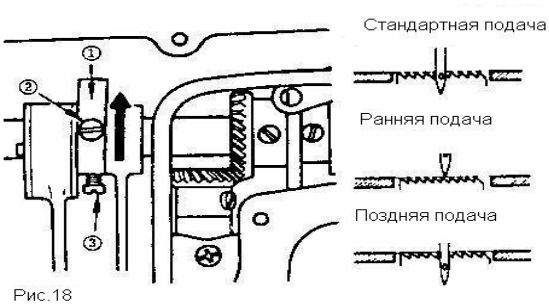

Рис.18
1. Ослабьте контргайку (2). При повороте пружинного регулятора лапки по часовой стрелке (в направлении А) давление лапки усиливается.
3. После регулировки затяните контргайку (2).
12. РЕГУЛИРОВКА МОМЕНТА ПРОДВИЖЕНИЯ МАТЕРИАЛА (Рис. 18)